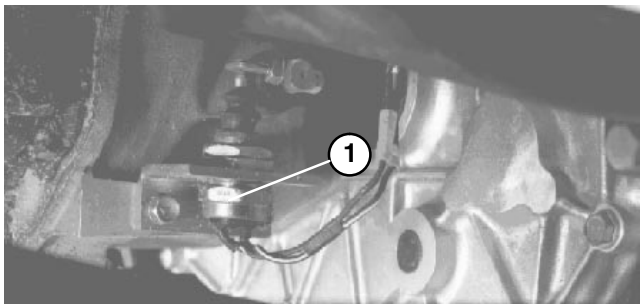

Figure 45
7. Recheck clutch safety switch adjustment (Fig. 45). Engine must not crank unless clutch pedal is 1.25" ±.12" from floor. If an adjustment is required, loosen switch jam nuts and adjust up or down.